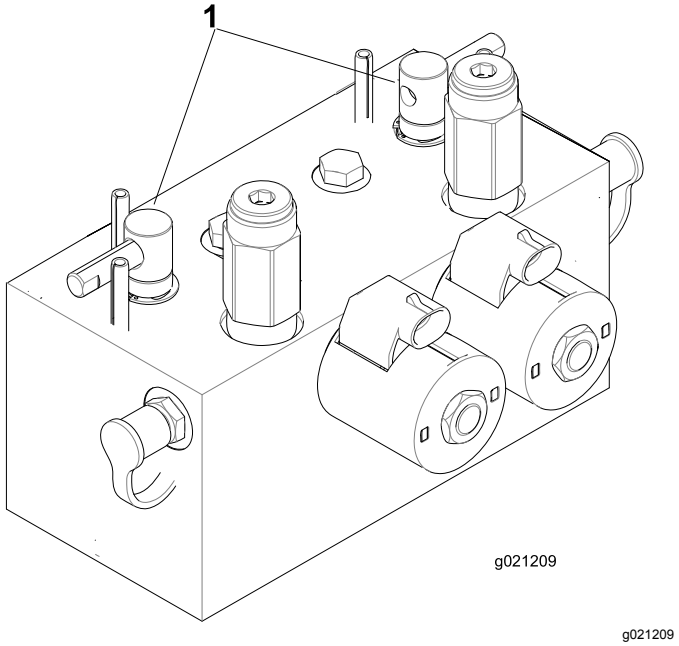

**Figur 97**
2. Lossa och höj upp sätet för att frilägga slipningsspakarna (Figur 97).
5. Välj den främre, bakre eller bägge slipningsspakarna för att bestämma vilka enheter som ska slipas (Figur 97).